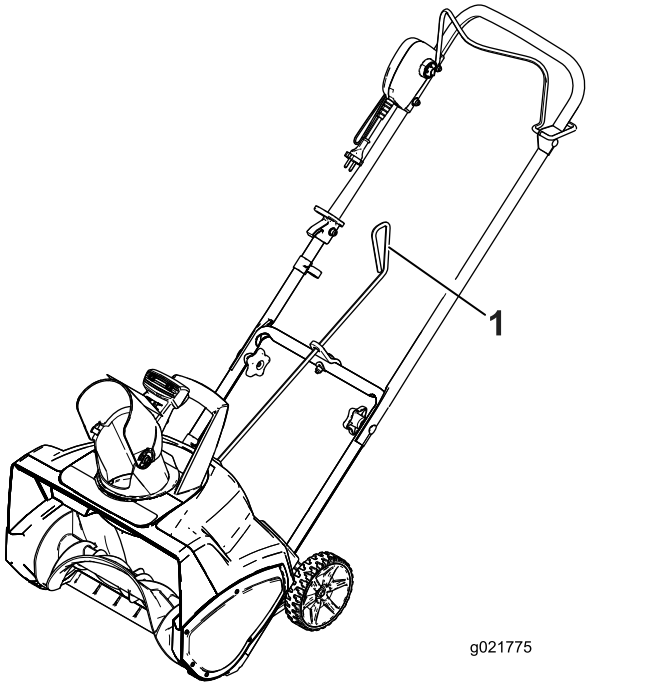
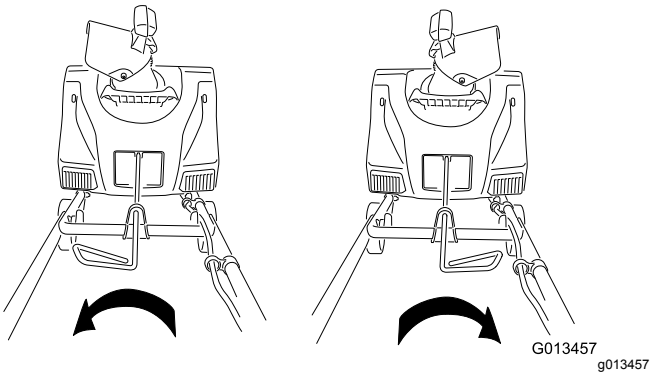

**Bild 6**
**Bild 7**
4. Stellen Sie sicher, dass der Griff der Auswurfkanal-Schaltstange nach oben (Bild 6) zeigt, und stecken Sie die Stange in das gekeilte Loch hinten am Gehäuse.
6. Bewegen Sie den Griff an der Auswurfkanal-Schaltstange, um sicherzustellen, dass sie sich in der gleichen Richtung wie der Auswurfkanal bewegt (Bild 7).
Bewegen Sie zum Einstellen des Auswurfkanals den Griff an der Auswurfkanal-Schaltstange in die Richtung, in der Sie den Schnee auswerfen möchten (Bild 6 und Bild 7).